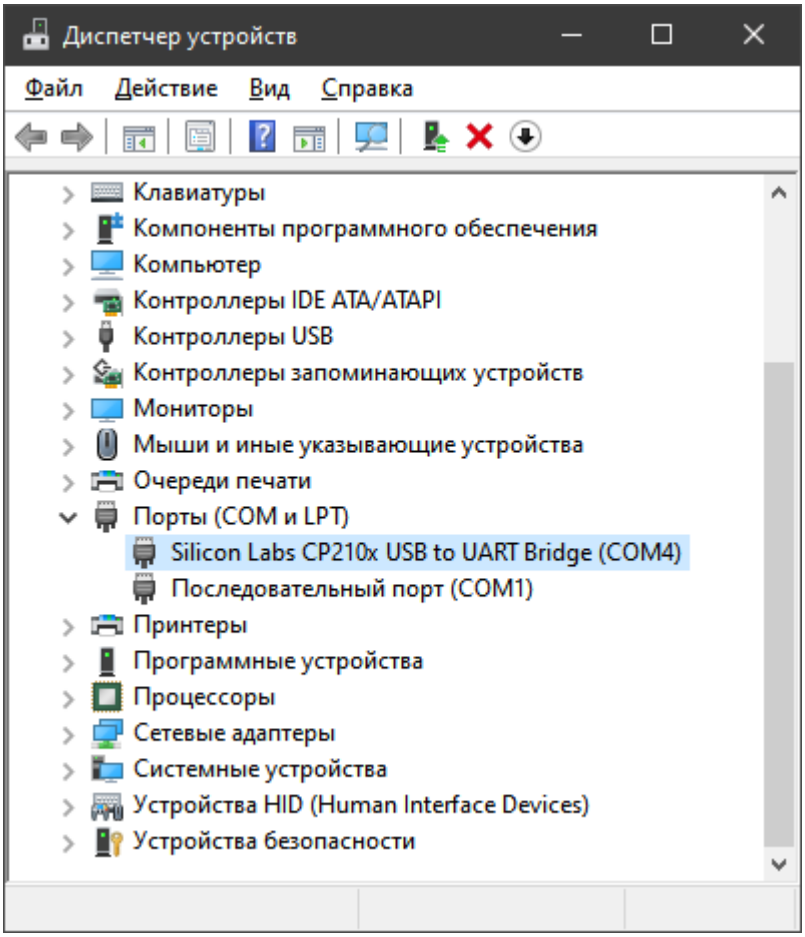

Рисунок 5. Обнаружение программатора ASISP компьютером
5.2.2.1 Подключить программатор к АРМ и проверить правильность установки драйвера в диспетчере устройств (см. рисунок 5